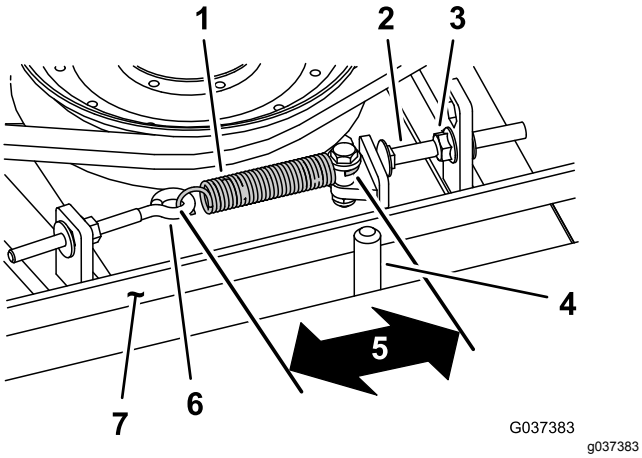

Figur 77
Når spenningen er korrekt, skal det innvendige målet til strekkfjæren (fra krok til krok) være ca. 8,3 til 9,5 cm. Når korrekt fjærspenning er oppnådd, justerer du stoppebolten (låseskruen) til det er ca. 2 til 5 mm klaring mellom boltens hode og lederullarmen (Figur 77).
Merk: Påse at remmen er plassert på fjærsiden av remføreren (Figur 77).
2. Løsne øyebolten slik at du kan fjerne fjærspringen (Figur 77).
3. Løsne flensmutteren som fester stoppebolten til monteringstappen, og flytt lederullen bort fra remmen for å minske remspenningen (Figur 77).
9. Koble til strekkfjæren (Figur 77) til øyebolten, og stram remmen som følger: